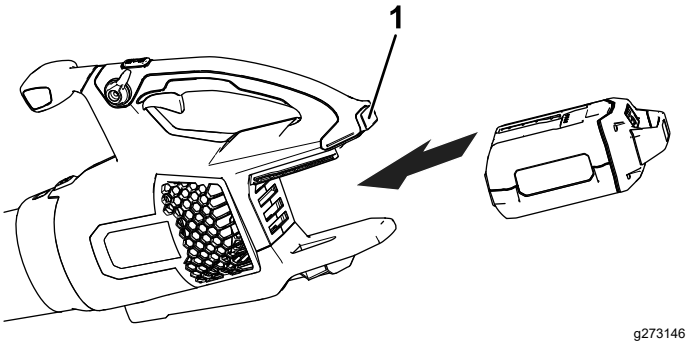

Figure 6
2. Alignez le creux de la batterie sur la languette du corps du manche (Figure 6).
3. Tenez la batterie par la poignée et poussez-la dans la poignée de l'outil jusqu'à ce que le verrou s'enclenche en position (Figure 6).